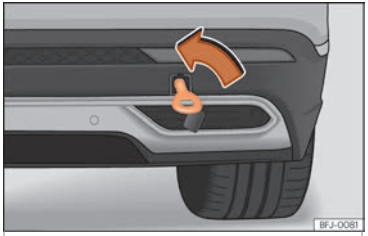

Fig. 101 En el lado derecho del paragolpes trasero: argolla de remolque enroscada.
- Enrosque la argolla de remolque en el alojamiento girándola al máximo **en el sentido contrario al de las agujas del reloj** ››› fig. 101 ››› ❗. Utilice un objeto adecuado con el que pueda enroscar completa y firmemente la argolla de remolque en su alojamiento.